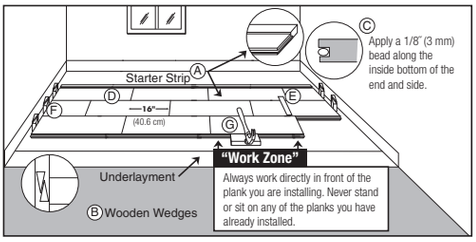

Figure 14
- Select the first board. All installations should begin with the groove side against the wall using the longest boards available. Apply a continuous 1/8˝ (3 mm) glue bead to the inside bottom of the groove on the end of the board. Do not apply glue to the groove side at this time (Item C, Figure 14). Products with the end tongue on the left should be installed right to left, opposite tongues should be left to right. (Item D, Figure 14). If a sacrificial board was used DO NOT glue the first row to it.
- Complete the first row. Cut the last board allowing for 1/2˝ (13 mm) clearance between the wall and the floor. (Use the remaining end of the cut board as a starter board for any row following row three). Install a wedge on the end of the board between the hardwood flooring and the wall, allowing 1/2˝ (13 mm) expansion space. Avoid installation of any boards shorter than 16˝ (40.6 cm) in the first four rows. (Item F, Figure 14).
- Use a pull bar to pull the last board into place from the opposite end. Install wedges into the gap and tighten (Item B, Figure 14).
- Cut or use a shorter board for the first board of the second row. Start the second row by applying a 1/8˝ (3 mm) bead along the inside bottom of the end and side groove of the new board. Install the first board of row two. Apply a bead of glue to the inside bottom of the end and side groove of the next board and install. When installing boards together, use a tapping block against the tongue, not the groove (Item G, Figure 14). Tap the boards into place by tapping with a hammer on the tapping block. DO NOT tap on the edge directly with the hammer. Complete the second through fourth rows using this technique. Insert wedges on the ends, as necessary, to restrain the movement of the floor.